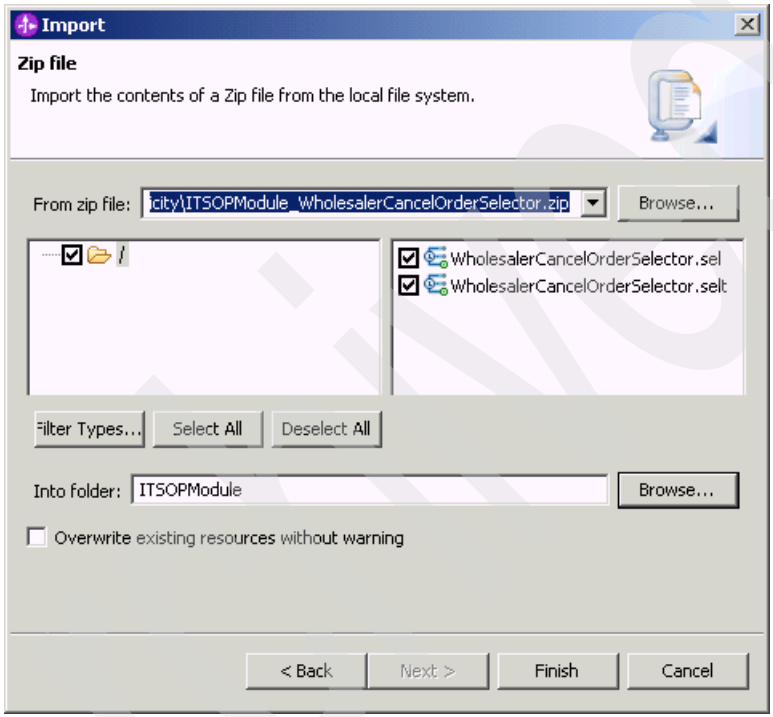

Figure D-20 The Import wizard: Zip file page
3. In the Import wizard Zip file window (Figure D-20), complete these steps: